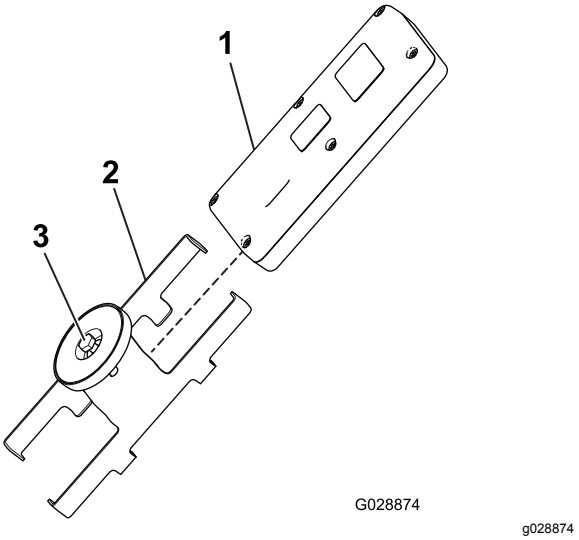

Figuur 14
5. Monteer het bedieningspaneel in de magnetische beugel van het bedieningspaneel, schuif de helften samen om het bedieningspaneel te bevestigen en draai de bout in de magneet vast (Figuur 14).